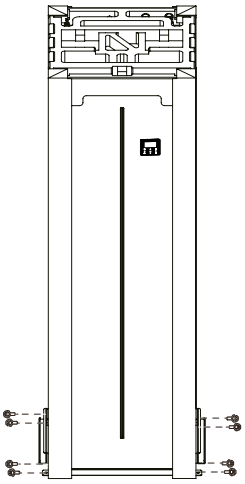

Rys. 6-5
- Wykręcić 8 wkrętów z blachy stalowej i zdjąć blachę (patrz rys. 6-5).